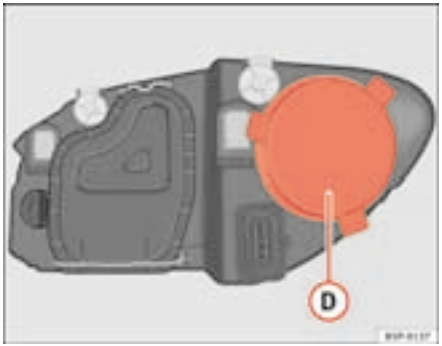

Fig. 165 Side lights
– Remove the cover ⇒ fig. 165 (D) by pulling on this.